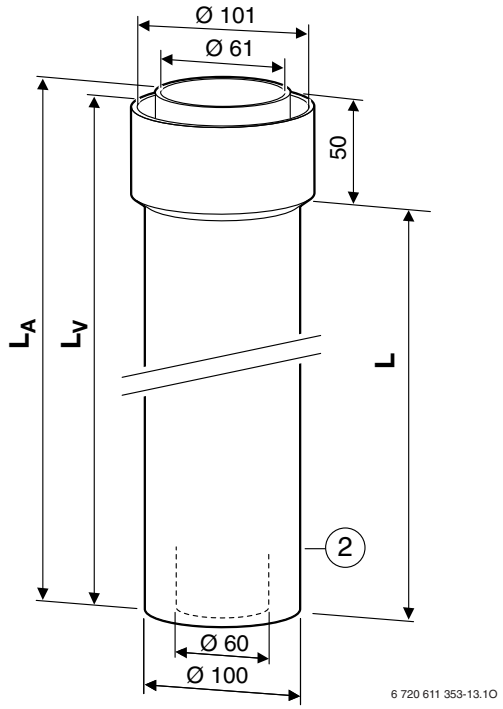

Fig. 14
- Tagliare a misura e ad angolo retto la prolunga facendo riferimento alla fig. 14 a alle indicazioni sottostanti la figura stessa (L_V/L_A).
Dopo un eventuale taglio, verificare che il condotto lato fumi interno (L_A) risulti più lungo di 0,5 cm rispetto a quello dell'aria (L_V) (vedi fig. 14).
- Il condotto lato fumi interno (L_A) dovrà essere tagliato di 0,5 cm in più rispetto a quello dell'aria (vedi fig. 14).